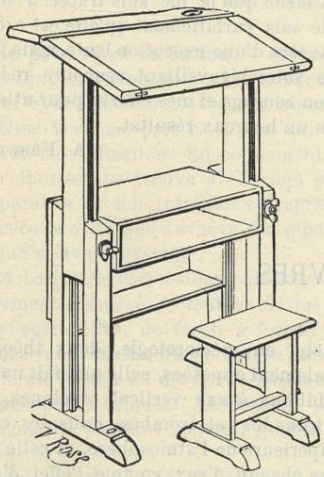

Fig. 1.
Pour y parvenir, si vous ne disposez pas d'un instrument porteur de cercles divisés (ce qui est l'exception pour un amateur), voici comment vous pouvez vous y prendre. Sachant qu'un demi-centimètre placé à 28cm5 de l'œil sous-tend exactement un arc d'un degré, si vous décrivez sur une planchette un arc de cercle avec ce rayon, vous pourrez, en installant un curseur mobile (1) sur le bord du cercle (fig. 1) et en plaçant l'œil au centre, apprécier assez exactement la position d'un point dans le ciel. Il suffira de mesurer angulairement la distance qui séparera ce point de trois étoiles connues, pour pouvoir le fixer sur une carte. En répétant plusieurs jours de suite cette petite opération, vous constaterez le déplacement du point mobile (une comète p. ex.), le sens du mouvement, et même la vitesse angulaire apparente ; vous pourrez